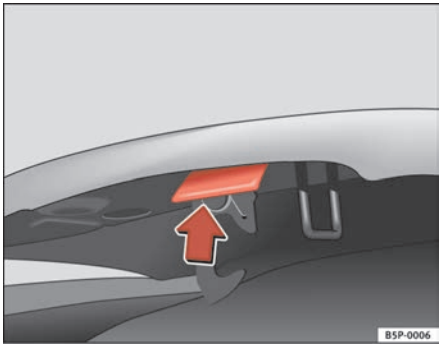

Fig. 171 Release catch under the bonnet
– Press the release catch under the bonnet upwards ⇒ fig. 171. This will release the arrester hook under the bonnet.